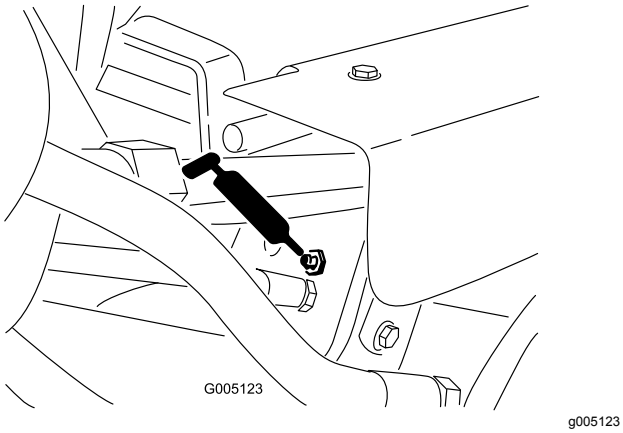

Figur 35
- Løftesylinderne (3) (Figur 35)